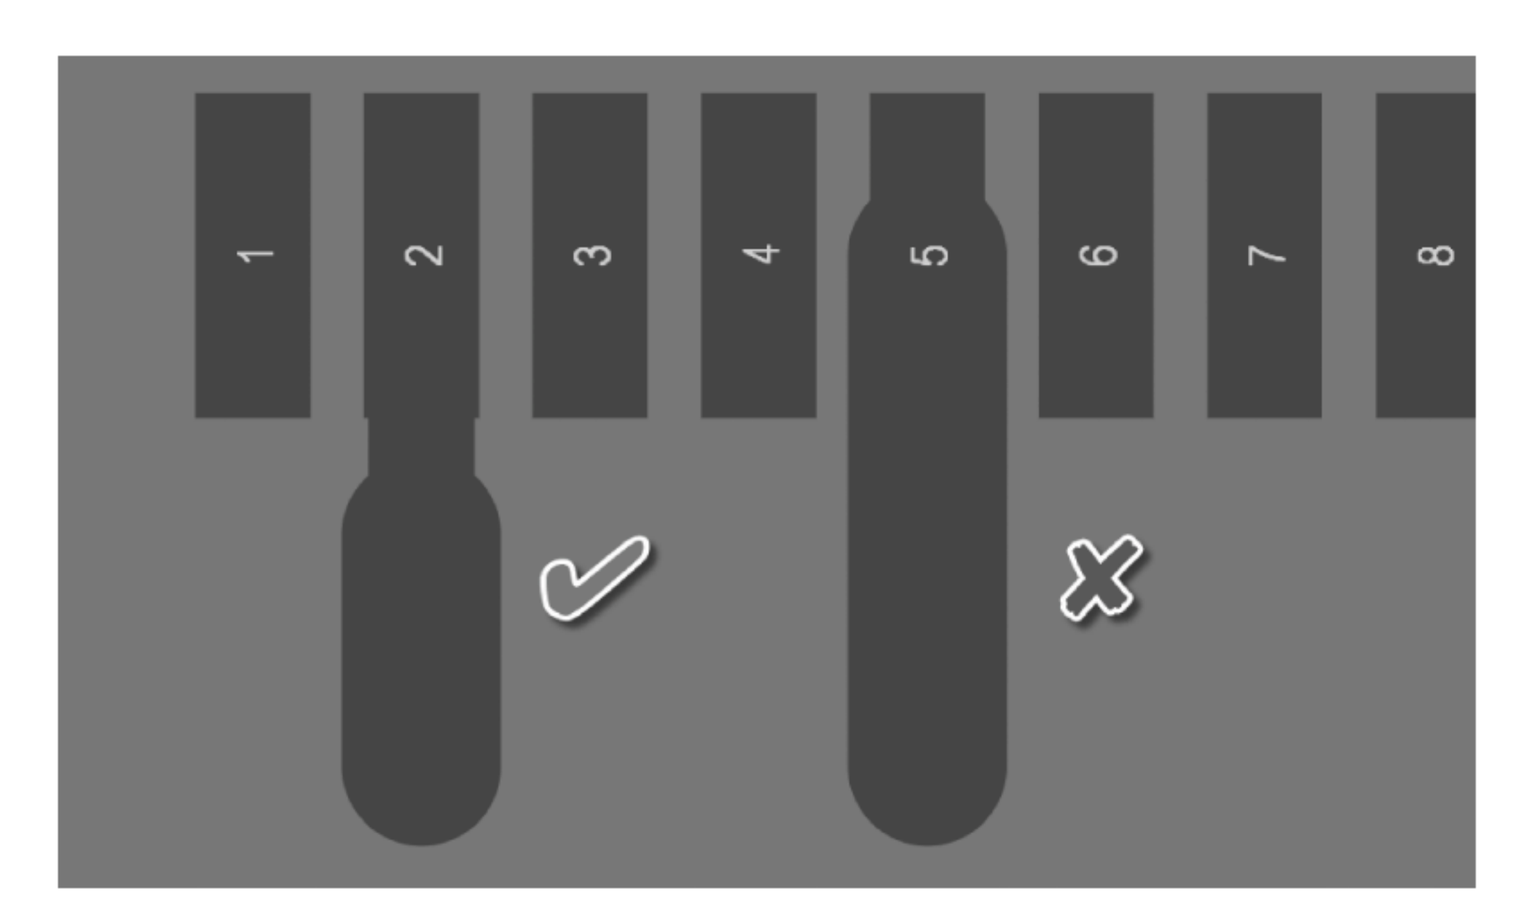

图 4-12　较粗走线的出线方式
④ 当信号走线比焊盘粗时,走线不能直接覆盖焊盘从中心出线,应从焊盘末端引出一截与焊盘同宽的延长线进行连接,如图4-12所示。